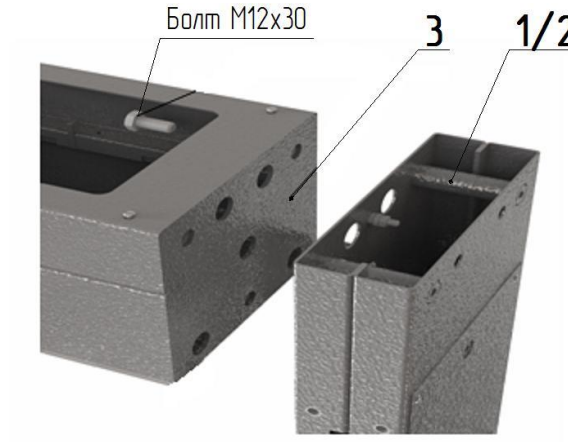
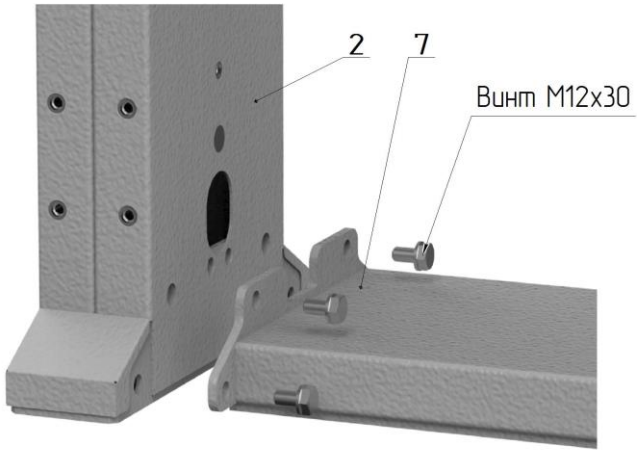
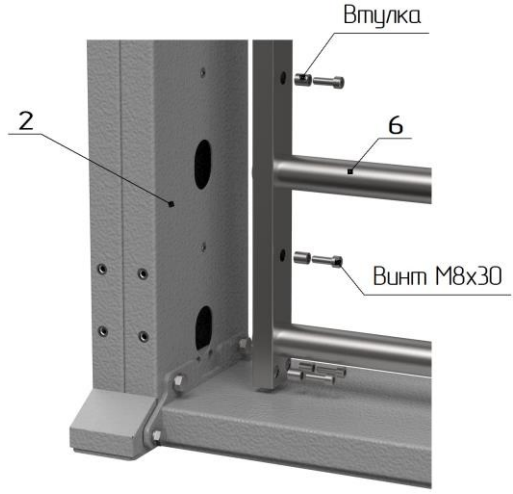

Рис. 1
Рис. 2
Рис. 3
1. Сборка турникета (рис. 1, 2, 3, вариант сборки двумя сборщиками):
– положите на пол на боковую плоскость раму привода **3** (рис. 3), (предварительно постелив лист картона), рядом аналогично положите стойку крыла прохода **1** и стойку ограничения прохода **2** (рис.1); состыкуйте указанные элементы друг с другом присоединительными элементами и закрутите по три болта М12 с каждой стороны; поставьте собранный портал вертикально на месте установки турникета; закрепите к стойке ограничения прохода **2** напольную плиту **7** (рис.2) четырьмя винтами М12;
– состыкуйте лопасть ограничителя прохода **6** со стойкой ограничения прохода **2** (рис.3) и закрепите винтами М8 с дистанционными втулками.